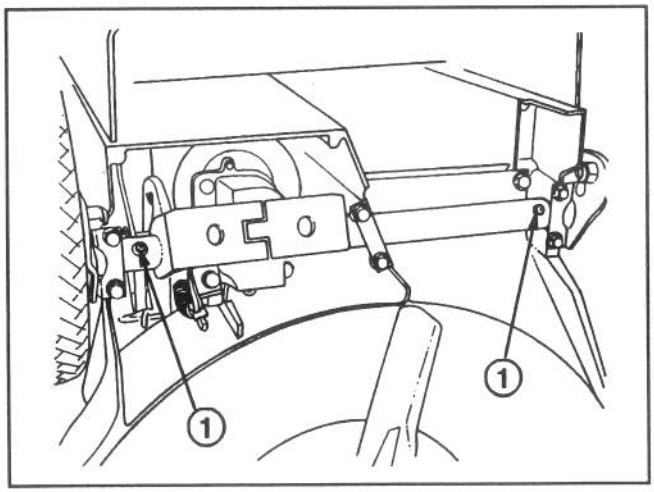

Figure 25
3. Set mower to highest height–of–cut setting (E).
4. Tip mower on its right side. Wipe grease fittings with clean rag (Fig. 25). Install grease gun onto fitting and gently apply two or three pumps of #2 Multi–Purpose Lithium Base Grease.